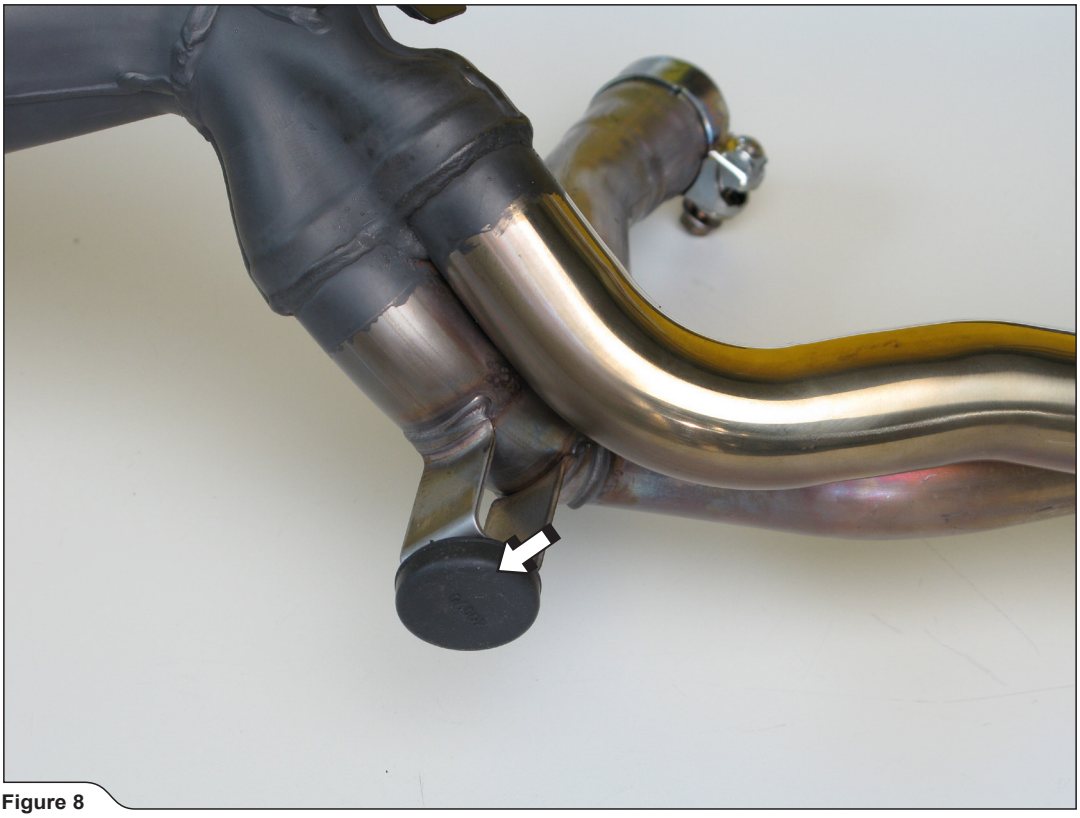

Figure 8
9. Remove the marked rubber central stand damper off the stock collector **(Figure 8).**